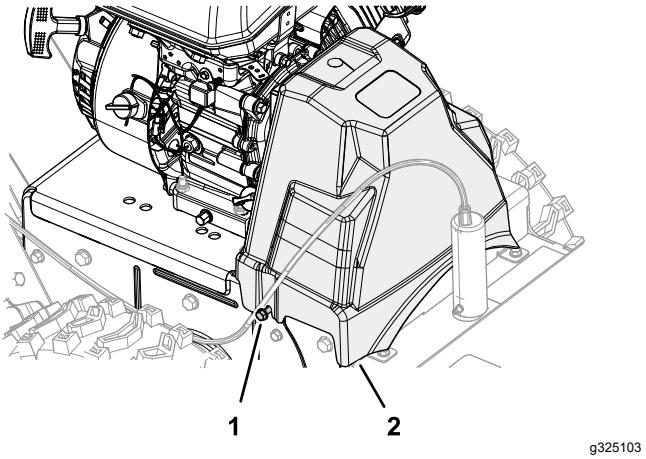

Figur 42
1. Løsne de to flenshodeskruene som fester remdekselet til maskinen (Figur 42).